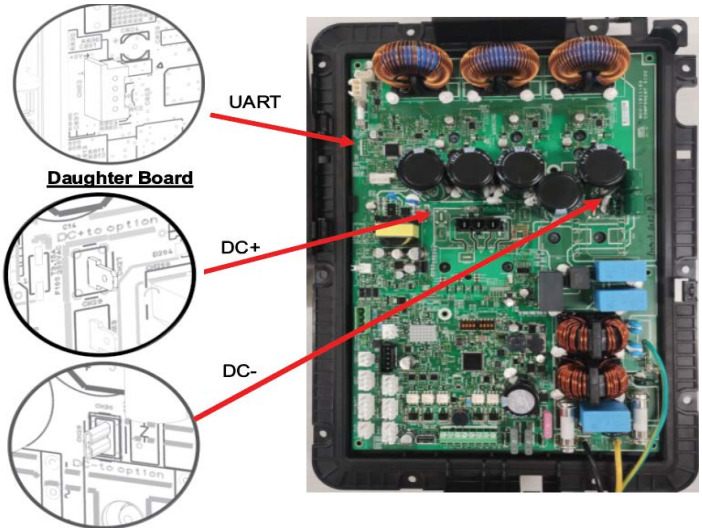

Fig. 6 – ODU Control Board Connectors
4. Connect the Wire Harness labeled RS485 to the J2 Connector on the Daughter Board as shown in Fig. 6 .
5. Attach DC Power Harness quick-connect wires DC+, DC - to the ODU Control Board Connectors (CN29 & CN28). See Fig. 6 .